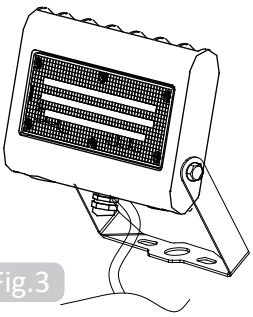

Fig.3
1. Take out the lamp from the outer box. See Fig.3.